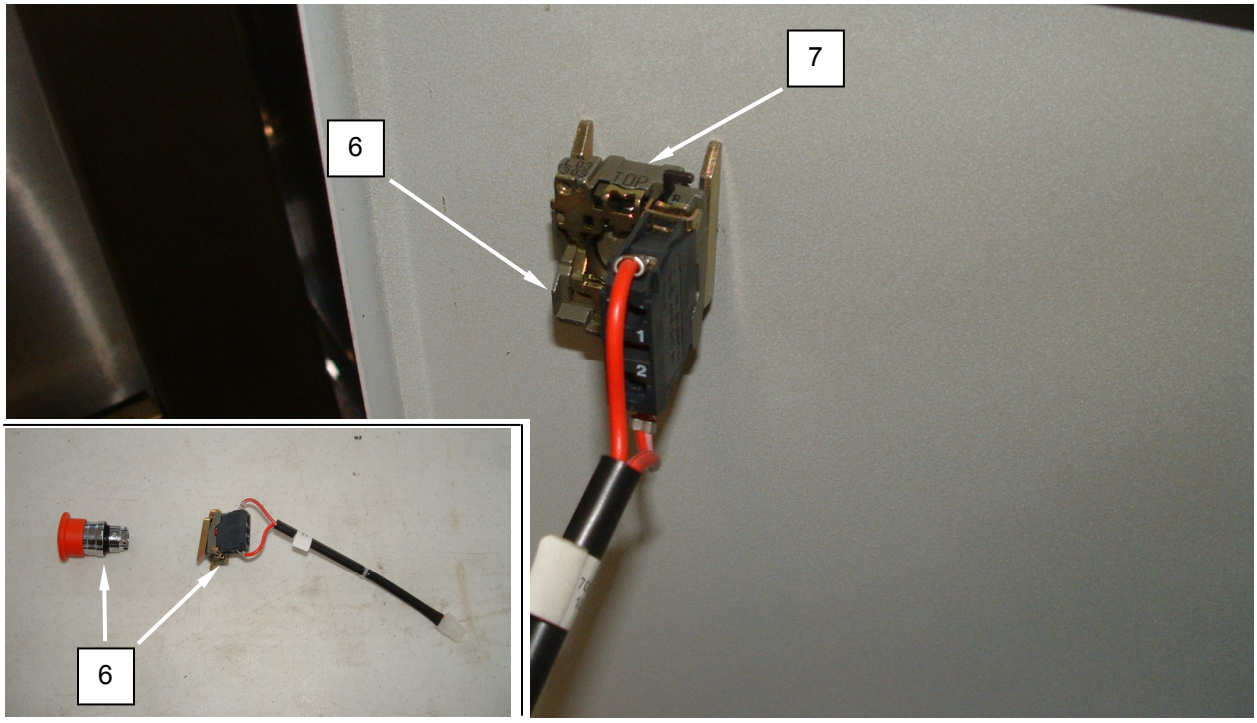

Figure 4. Replace the Dryer Emergency Stop Switch.
6. Tag and disconnect wiring from switch **(Figure 4, Item 6)**.
7. Remove switch **(Figure 4, Item 6)** by lifting switch release lever **(Figure 4, Item 7)** and separating the two switch halves.
8. Install replacement switch **(Figure 4, Item 6)**.